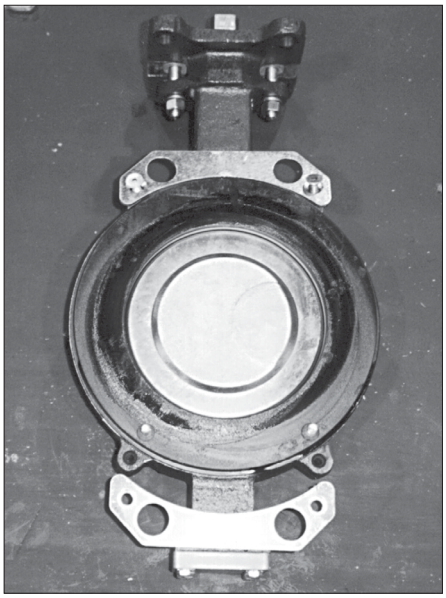

Figura 3 - Anillo de retención del asiento y piezas.
Para extraer el anillo de retención de asiento (23), retire los tornillos de cabeza hueca (24) del anillo de retención de asiento para el cuerpo de orejeta, o el tornillo de placa de retención (34) de las placas (33) y/o clips (35) de centraje para el cuerpo de oblea. (Consulte la Figura 3.)